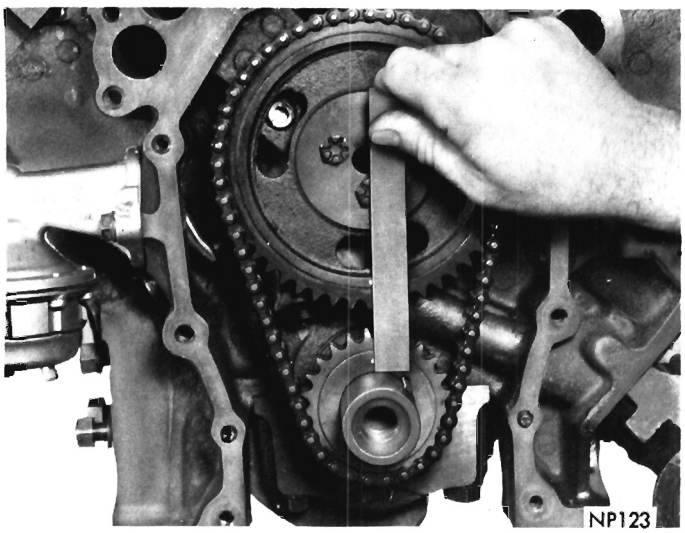

Fig. 19—Alignment of Timing Marks
(11) Slide both sprockets evenly over their respective shafts.
(12) Use a straight edge to measure alignment of timing marks (Fig. 19).
(13) Install camshaft sprocket bolts and tighten to 40 foot-pounds. Slide the crankshaft oil slinger over shaft and up against sprocket (flange away from sprocket).